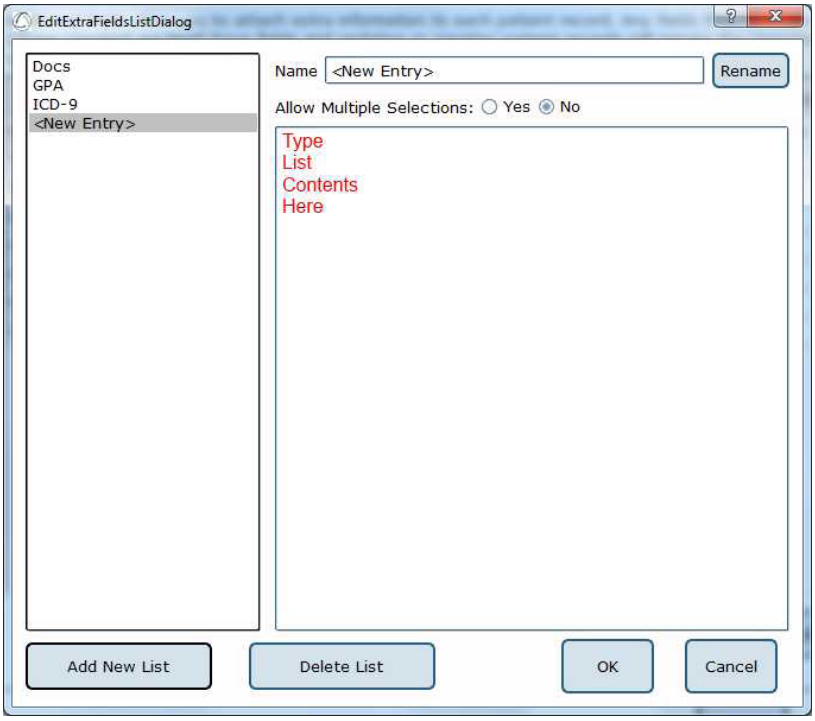

Abbildung 11: Fenster „Werte-Editor"
**Werte-Editor**: Die benutzergenerierten Listen werden über den Werte-Editor erstellt und gespeichert. Wird der Werte-Editor angeklickt, erscheint ein neues Fenster, in dem die aktuell gespeicherten Listen für die Zusatzfelder angezeigt werden (auf der linken Seite). Wird links eine Liste ausgewählt, wird der Inhalt der Liste auf der rechten Seite angezeigt. Eine vollständige Ansicht des Werte-Editors wird in Abbildung 11 auf der folgenden Seite gezeigt.